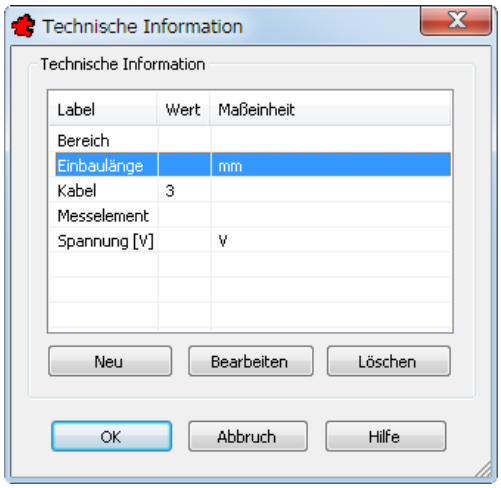

Bild 36.45 – Die Technische Information der *Fühler* umfasst ab sofort auch deren Einbaulänge
- Klicken Sie auf *OK*, so wird die neue Beschreibung der Liste der *Technischen Informationen* hinzugefügt (Abb. 36.45).